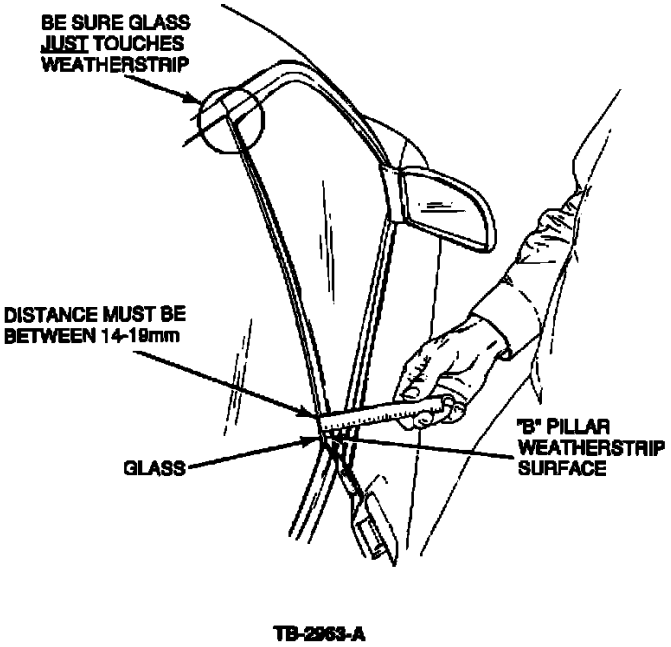

Figure 7
b. Measure the distance between the "B" pillar weatherstrip surface and the outside of the glass. See Figure 7. This distance must be between 14-19 mm.